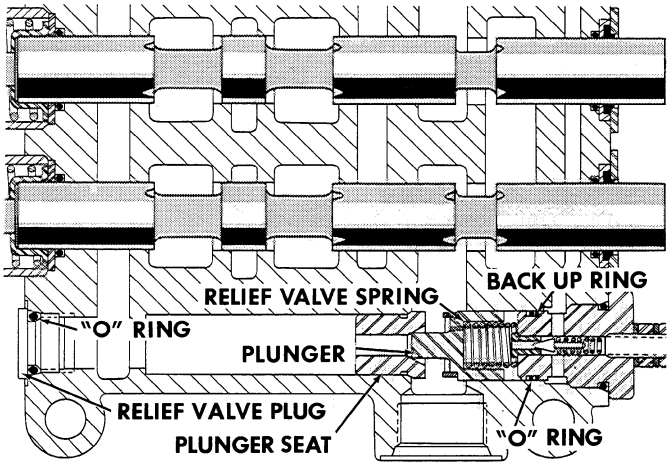

Figure DD-33
1. Place a new "O" ring on the relief valve plug and install the plug in the control valve body, Figure DD-33.
2. Install the relief valve plunger seat, using a wooden dowel to tap in place, Figure DD-33.
3. Now insert the plunger and spring in the body bore, Figure DD-33.
4. Install new "O" rings and a back up ring onto the cap assembly and install the cap assembly into the valve body, Figure DD-33.